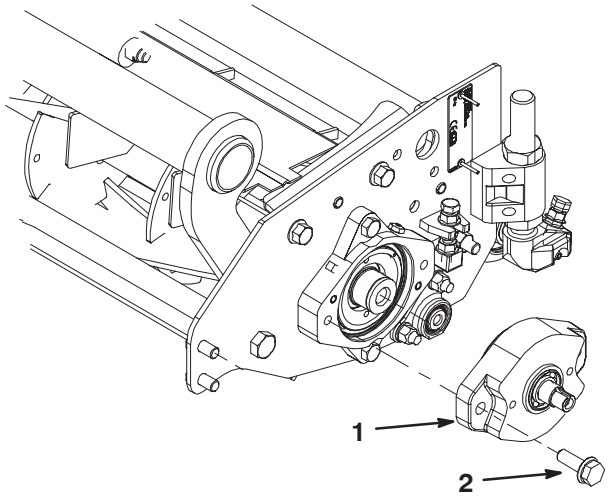

Figure 23
12. Mount the new drive assembly and new O–ring (Fig. 23) to the left end of the cutting unit as follows: